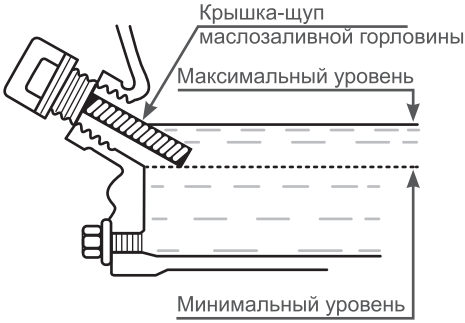

Рис. 19 Проверка уровня масла в картере
Максимальный уровень масла в картере соответствует нижней кромке заливного отверстия (Рис. 19).
4. Аккуратно извлеките щуп и осмотрите его. Уровень масла должен соответствовать верхней отметке на щупе. При недостаточном уровне масла в картере необходимо долить чистое масло до верхней отметки на щупе, что соответствует нижней кромке заливного отверстия (Рис. 19).